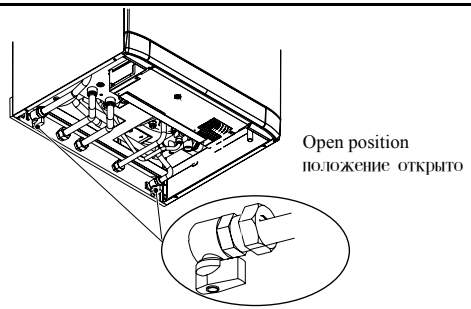

Fig. 2.3
1. Check that the taps located in the lower part of the boiler are open (Fig. 2.3).
1. Проверьте, чтобы краны, расположенные в нижней части котла были открыты (Рис. 2.3.).